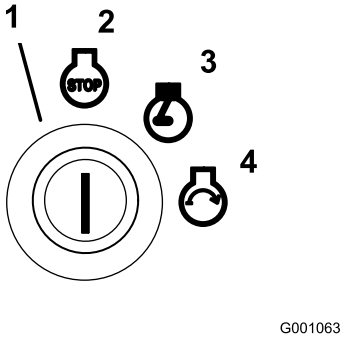

Figura 12
6. Gire la llave de contacto en el sentido de las agujas del reloj a la posición marcha (Figura 12).
9. Gire la llave a la posición de arranque, y el indicador de la bujía volverá a encenderse. Cuando el motor arranque, suelte la llave (Figura 12).
2. Gire la llave de contacto en el sentido de las agujas del reloj a la posición marcha (Figura 12).
4. Gire la llave de contacto a la posición Desconectado (Figura 12). Espere a que se detengan todas las piezas en movimiento antes de abandonar el puesto del operador.